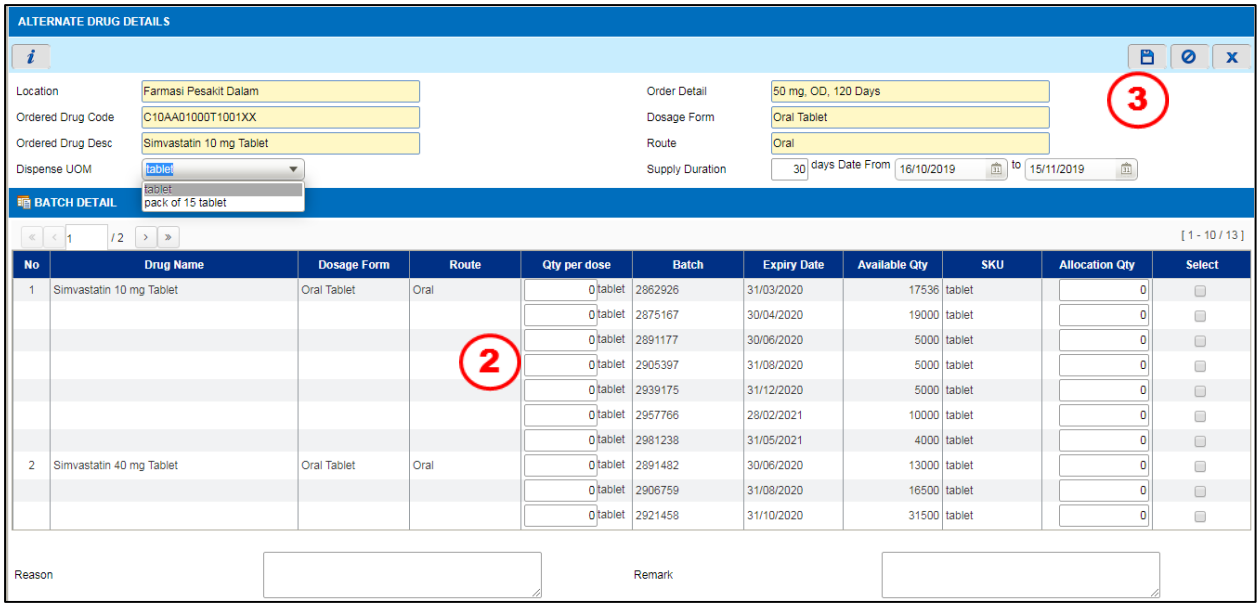

Figure 3.2.4-2 Alternate Drug Details
Click on the Alternate(C) button and select ***Alternate/Combination Drug*** as per **Figure 3.2.4-1**